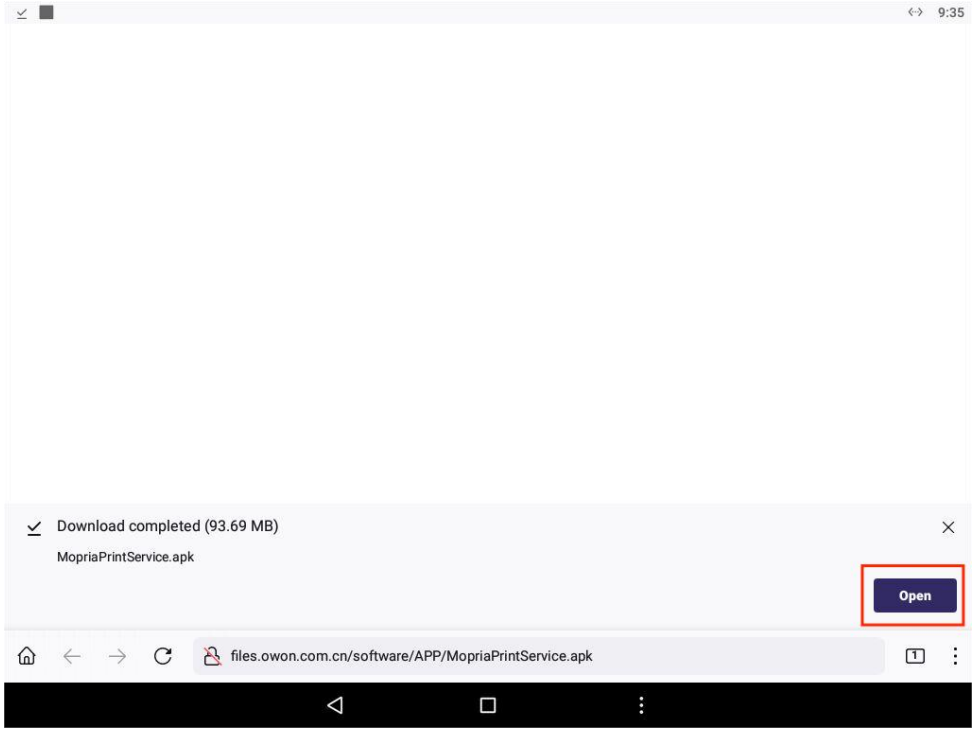

Figure 2
②Click to open installation package,as shown in Figure 2.